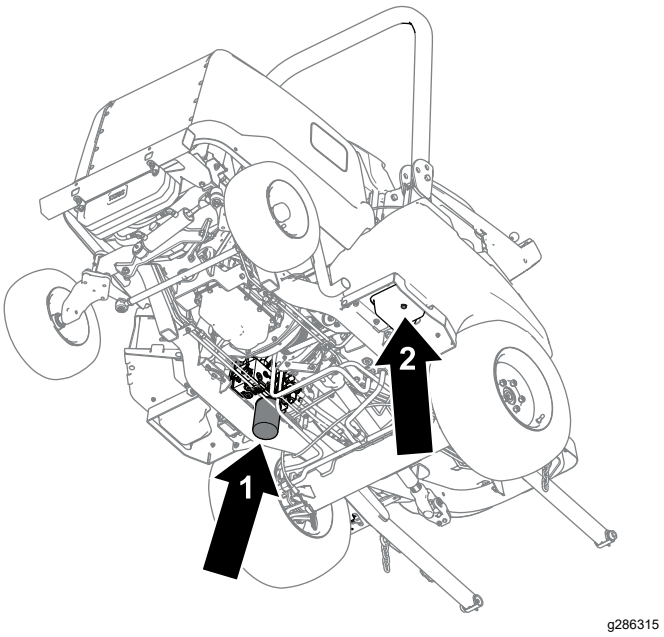

Figur 81
4. Ta bort avtappningspluggen (Figur 81) från tankens undersida och låt hydraulvätskan rinna ned i avtappningskärlet.
6. Placera ett avtappningskärl under filtret (Figur 81), ta bort filtret och låt eventuell kvarvarande olja rinna ned i kärlet.